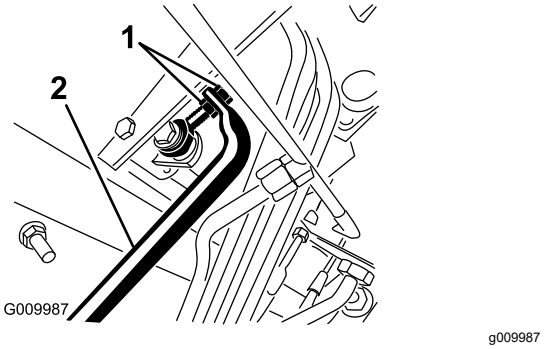

Figur 109
5. Juster kontramøtrikkerne på pumpestangens ende for at flytte pumpekontrolslangen fremad for at afhjælpe krybning fremad, eller flyt den bagud for at afhjælpe bagudrettet krybning (Figur 109).